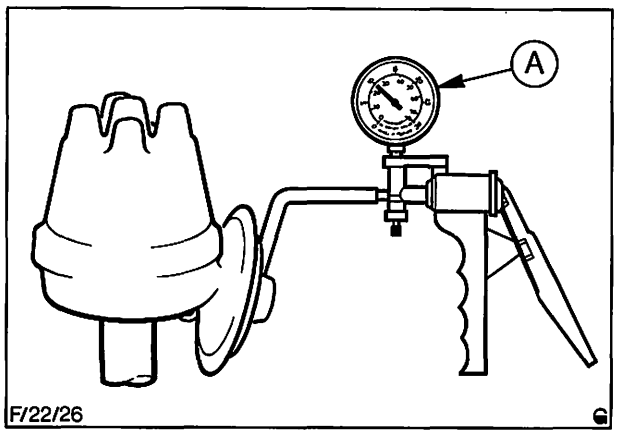

Abb. 41 Vakuumpumpe an Verteiler angeschlossen
- Vakuumpumpe direkt an den Zündverteiler anschließen, Abb. 41.